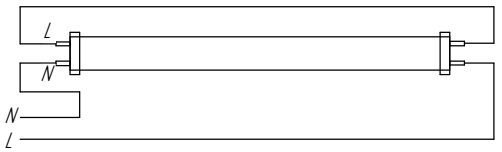

Рисунок 7
6.4 В случае использования светодиодных ламп типа 1 (см.рис.7 приложение А), присоедините перемычку (дополнительный провод) из комплекта светильника к соответствующей паре зажимов типа Wago (соответственно для 2-х лампового светильника присоедините еще одну перемычку к другой паре зажимов Wago).